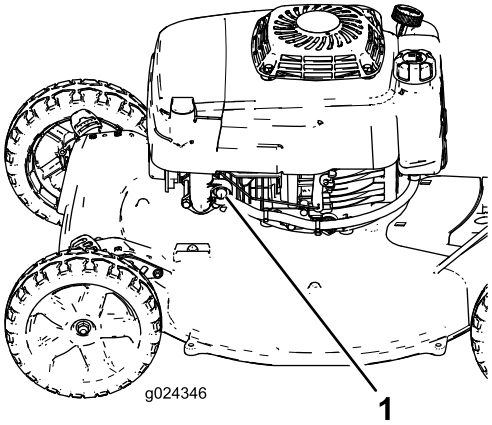

**Figuur 15**
2. Druk de hulpstartknop krachtig in (Figuur 15); hou de primerpomp 1 seconde ingedrukt.